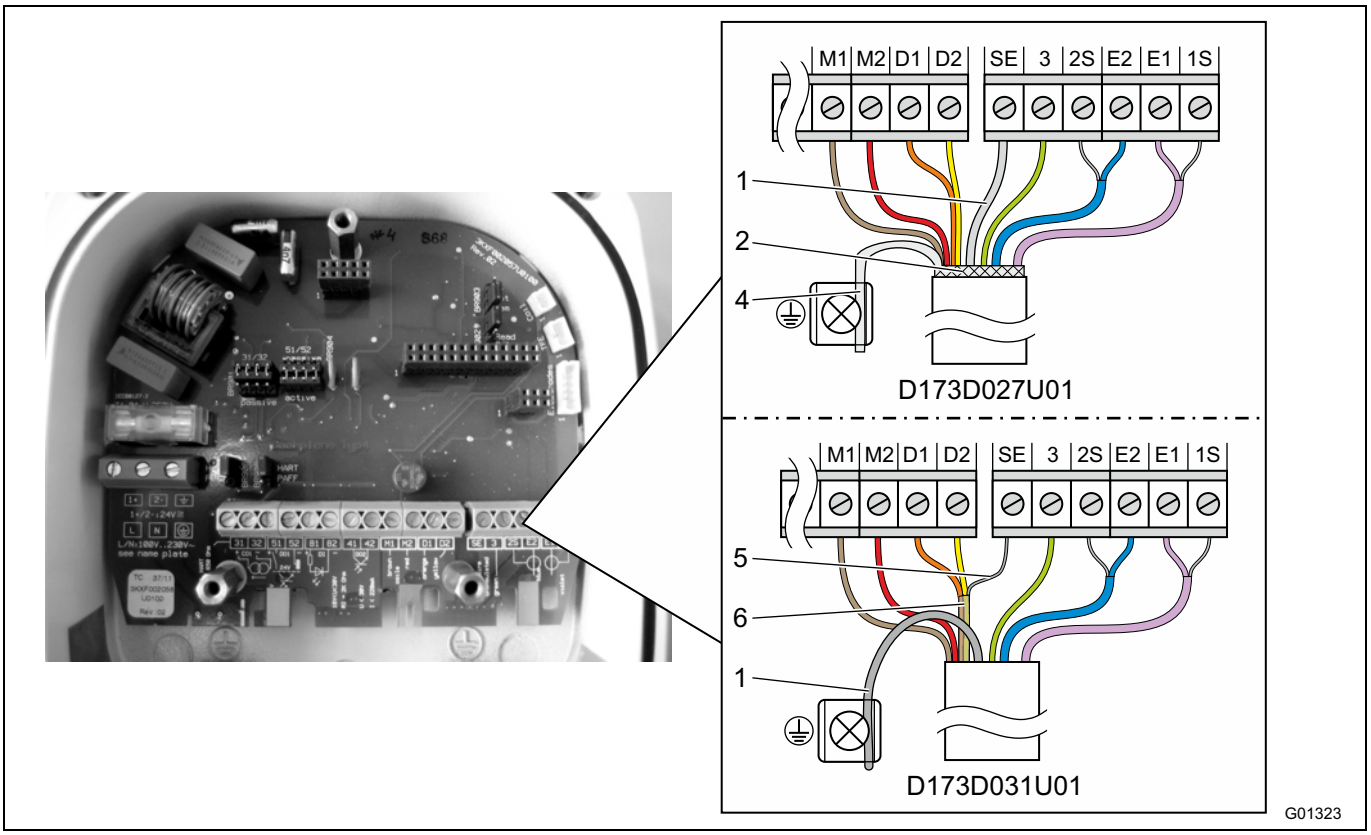

Rys. 29: Strona przetwornika pomiarowego, wymiary w mm (inch)
Końcówkę kabla od strony przetwornika pomiarowego konfekcjonować w Rys. 29 pokazany sposób.
- Wszystkie inne żyły podłączyć w Rys. 29 pokazany sposób.